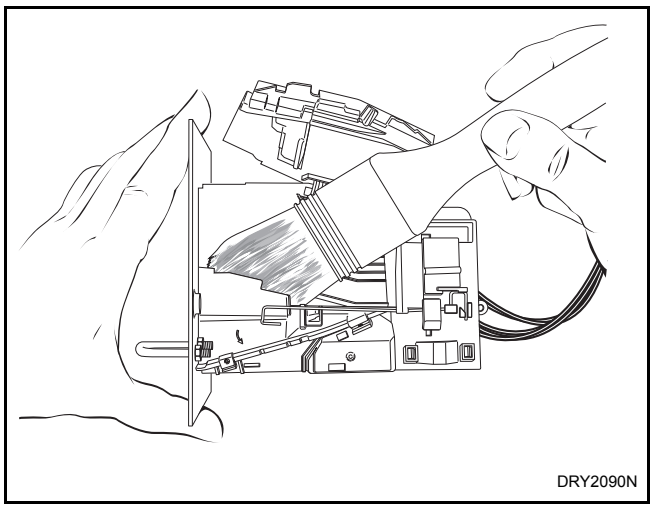

Figure 19
e. Clean the coin path with a soft brush and wipe exposed surfaces with an alcohol moistened cloth. Refer to *Figure 19*.